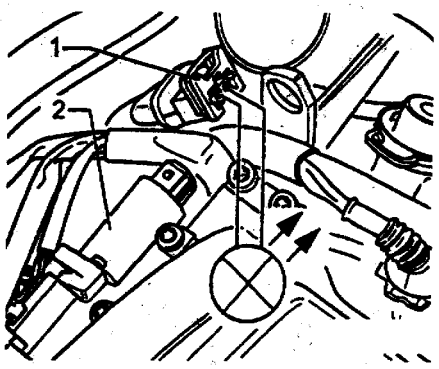

图2－7
②凸轮轴调整阀必须咔嗒动作，直到按“→”键结束最终控制诊断如果没有咔嗒声，进行下一步检查。
③如图2－7所示，将电磁阀2的插座1拔下，用辅助导线V.A.G1594将二极管检查灯V.A.G1527与拔下的插座进行连接，发光二极管必须闪烁。
如果发光二极管不闪烁，将最终控制诊断过程进行到结束，关掉点火开关。见图2－5所示，将测试盒V.A.G1598/22连接到控制单元的线束中，检查测试盒上插孔55和二针插座触点2之间导线是否断路（导线电阻最大为1.5Ω），另外检查导线同电池正极接地是否短路（标准值为∞）。按电路图检查二针插座触点1与燃油泵继电器（J17）的导线是否断路（导线电阻最大为1.5Ω）。如果在导线中未发现故障，而发光二极管不闪烁，更换发动机控制单元。